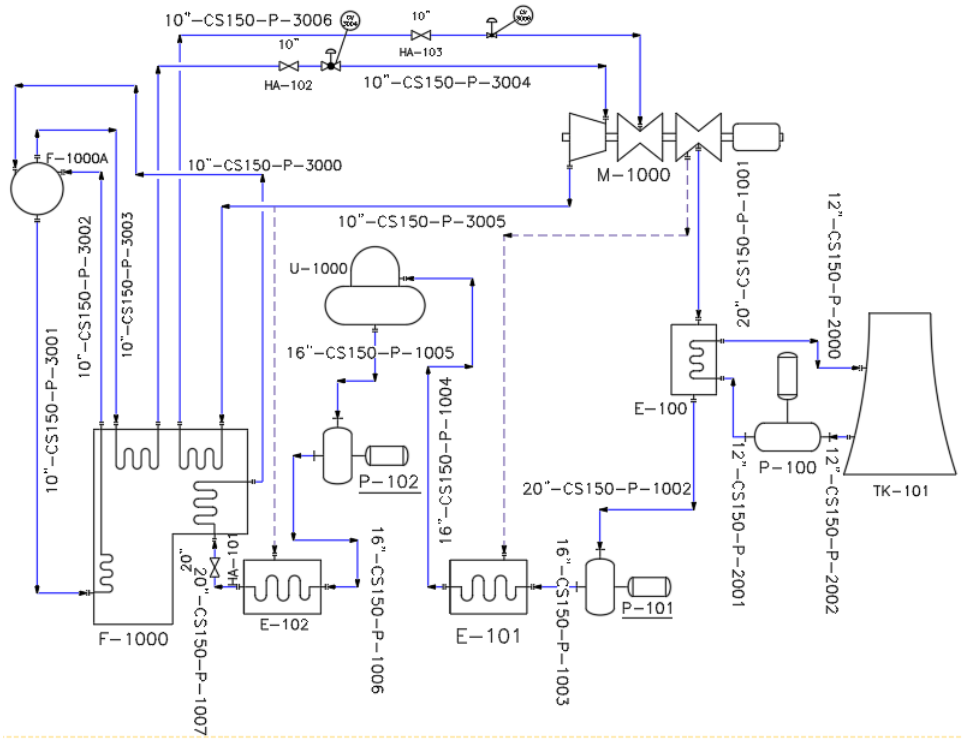
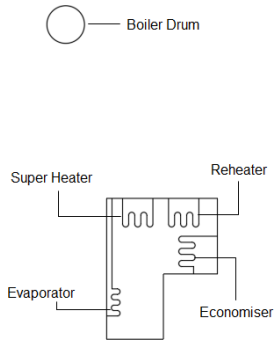

Figure P-5 *P&ID of the Plant*
Figure P-7 *Boiler with its labelled components*
After adding all the equipment symbols to the **TOOL PALETTES**, now you can start inserting them into the drawing sheet. Figure P-5 shows the final P&ID of the Power Plant (For your reference). The stepwise procedure to add equipment symbols to the drawing sheet is given next.
4. In the **Edit Annotation** dialog box, enter **1000** in the **Number** edit box and then choose the **OK** button; the annotation tag **M-?** gets displayed as **M-1000**, refer to Figure P-5.
1. Choose the **Lines** tab in the **TOOL PALETTES - P&ID PIP**, and then choose the **Primary Line Segment** tool from the **Pipe Lines** area; you are prompted to specify the start point. Specify the start point at the bottom of the Low Pressure Turbine and connect it to the top of the Condenser, refer to Figure P-5. You will notice that the nozzles are added at the start and end points of the line that lies at the bottom of the Low Pressure Turbine and top of the Condenser.
3. In the **Assign Tag** dialog box, select **20”** from the **Size** drop-down list, **CS150 - 150#Carbon Steel** from the Spec drop-down list, **P - GENERAL PROCESS** from the **Pipe Line Group Service** drop-down list, and enter **1001** in the **Pipe Line Group Line Number** edit box. Next, select the **Place annotation after assigning tag** check box from the **Existing Pipe Line Segments area** and then choose the **Assign** button; you are prompted to select an annotation position. Drag the cursor and place the annotation at the suitable location, refer to Figure P-5.
4. Again, choose the **Primary Line Segment** tool from the **Pipe Lines** area of the **Lines** tab and connect the bottom nozzle of the Condenser to the top nozzle of the Centrifugal Pump1 and assign it the tag **20”- CS150-P-1002**, refer to Figure P-5.
5. Invoke the **Primary Line Segment** tool and connect the left nozzle of the Centrifugal Pump1 and right nozzle of the Low Pressure Heater tagged **E-101** and assign it the tag **16”- CS150-P-1003**, refer to Figure P-5.
6. Similarly, connect the other equipment using the **Primary Line Segment** tool, refer to Figure P-5. Table given below shows the details of the equipment to be connected and the tags to be assigned to the lines connecting them and Figure P-7 shows the Boiler with its labeled components for your reference.
7. Choose the **Primary Line Segment-Existing** tool from the **Pipe Lines** area of the **Lines** tab and connect the bottom left of the Low Pressure Turbine and the top of the Low Pressure Heater, refer to Figure P-5.
8. Again, choose the **Primary Line Segment-Existing** tool and connect the line tagged **10"-CS150-P-3005** to the top of the High Pressure Heater, refer to Figure P-5.
2. Choose the **Gate Valve** tool from the **Valves** area; you are prompted to specify an insertion point. Place the valve on the line tagged **20"-CS150-P-1007** at the location shown in Figure P-5.
3. Similarly, place the Gate Valves on the lines tagged **10"-CS150-P-3004** and **10"-CS150-P-3006** at the locations shown in Figure P-5.
4. Choose the **Control Valve** tool from the **Control Valve** area; you are prompted as **pick insertion point or [Change body or actuator]**. Choose the **Change body or actuator** option from the command prompt; the **Control Valve Browser** dialog box is displayed. Select **Globe Valve** from the **Select Control Valve Body** list box and **Diaphragm Actuator** from the **Select Control Valve Actuator** list box and then choose the **OK** button. Next, place the valve on the line tagged **10"-CS150-P-3004** at the location shown in Figure P-5; you are prompted to select an annotation position. Drag the cursor and click on the suitable location where you want to place the tag; the **Assign Tag** dialog box is displayed. Enter **3004** in the **Loop Number** edit box and choose the **Assign** button; the tag is attached to the cursor. Place the tag at the location, as shown in Figure P-5.
After adding all the equipment, pipings, and fittings, the P&ID should look similar to the one shown in Figure P-5.